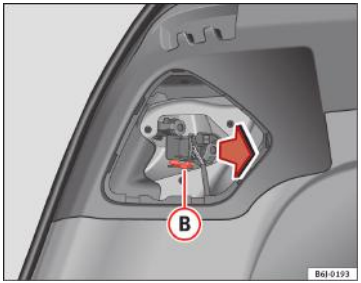

Fig. 170 Demontarea suportului becului
– Scoateți soclul becului apăsând pe clema Ⓑ ⇒ fig. 170 şi trăgând în afară.